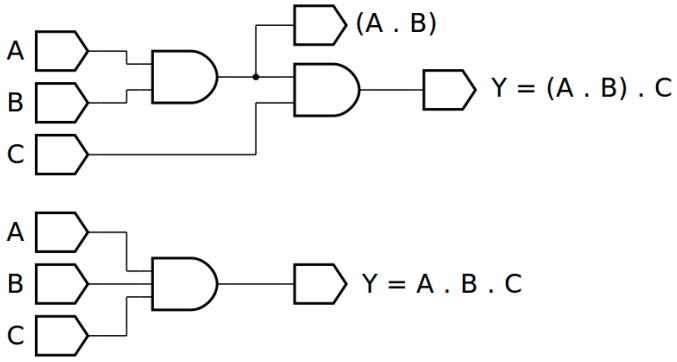
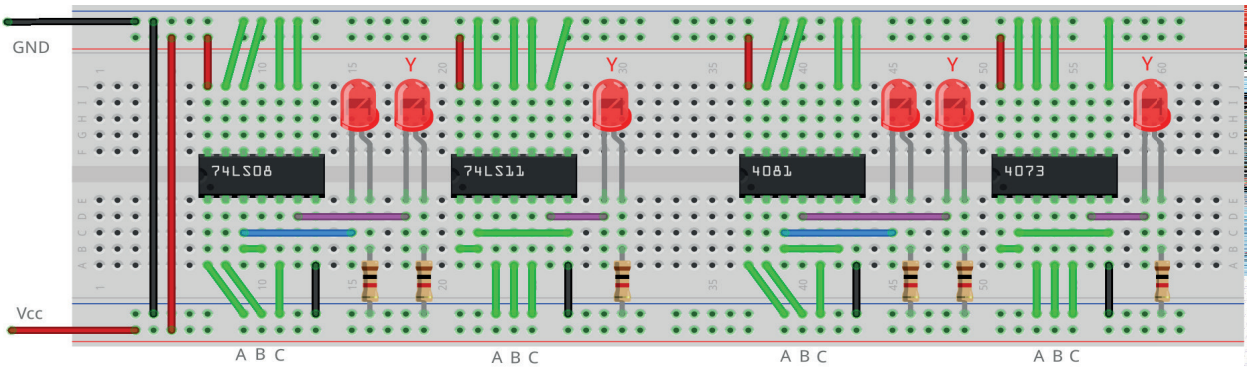

Figura 4.13 – Diagrama esquemático.
Figura 4.15 – Placa de montagem com componentes.
1. Monte o circuito da figura 4.13, conforme mostrado na figura 4.15, na placa de montagem.
6. Simule o circuito da figura 4.13 em um software de simulação para computador (SmartSim, Atanua ou Qucs) e compare com a tabela 4.5.